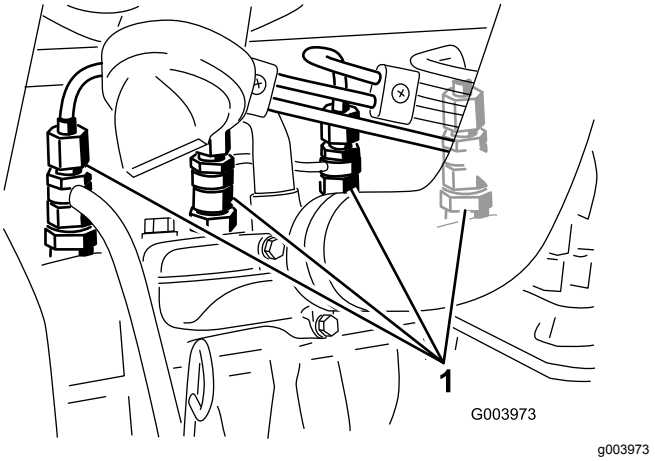

Figur 54
1. Lossa röranslutningen till munstycke nr 1 och hållaren (Figur 54).